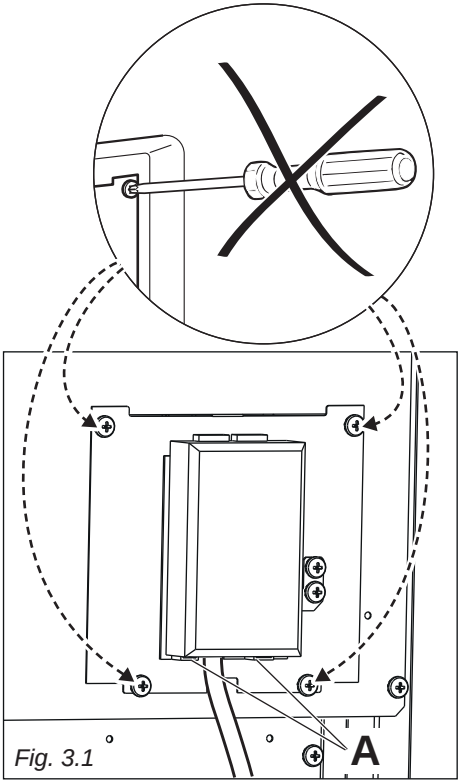

*Fig. 3.1*
- Remove the screws that holds shield "**A**" behind the cooker (fig. 3.1).